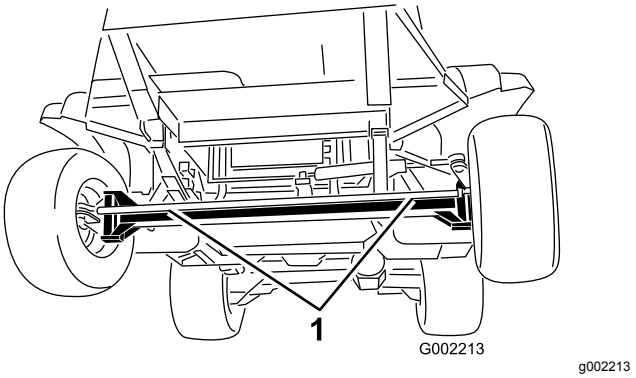
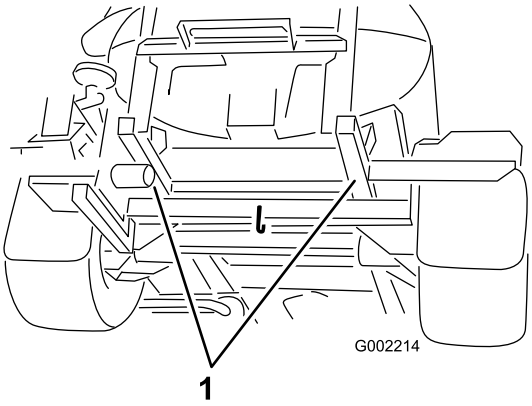

Figura 30
Figura 31
2. Conecte un cable de remolque al bastidor. Consulte los puntos de remolcado delanteros y traseros en Figura 30 y Figura 31.